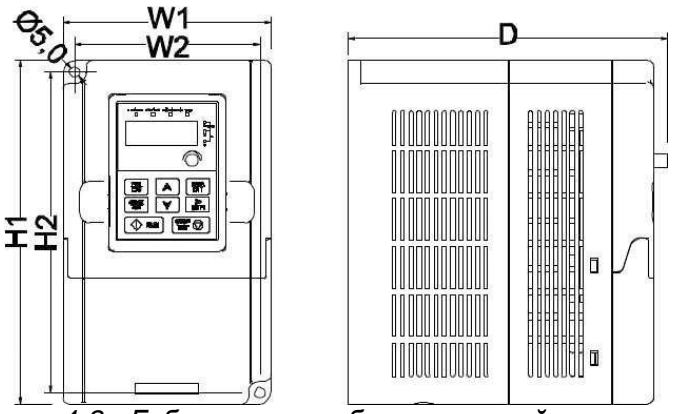

*Рисунок 4-3. Габариты преобразователей частоты GD10.*
Преобразователь частоты должен быть закреплен четырьмя винтами (или болтами, в зависимости от габаритов). Установочные размеры приведены на рис. 4-3 и в таблице 4-1.
(1) Отметьте отверстия перед установкой. Разметка отверстий указана на рис. 4-3.
(2) Установите винты или болты в отмеченные отверстия.
(3) Установите ПЧ на стену.
(4) Надежно затяните винты в стене.